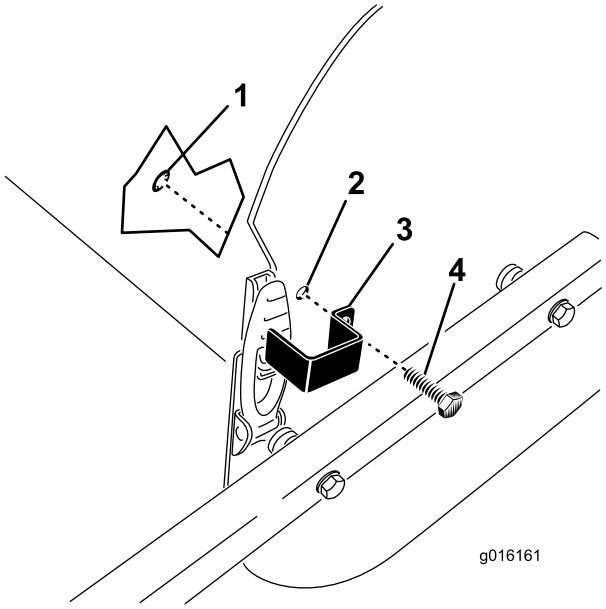

Figur 31
1. Placer låsepladen over motorhjelmslåsen, mens monteringshullet rettes ind efter hullet i sidepladen (Figur 31).
2. Fastgør låsepladen på sidepladen med en fransk skrue og en låsering (Figur 31).